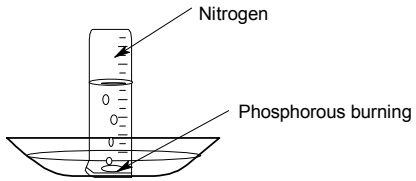

Fig.10.3. Showing the preparation of Nitrogen by consuming the atmosheric oxygen
1. By removal of Oxygen from Air: In a small crucible as shown in the Fig. 10.3, floating in water a piece of white phosphorous is placed and is ignited by touching it with a red hot iron rod, immediately it is covered with a gas jar. The phosphorous reacts with oxygen present in the air to form phosphorous pentoxide, which is dissolved in water to form phosphoric acid and the left over gas is nitrogen.
3. Nitrogen obtained from Air : Oxygen present in the air can be also removed by passing the air over hot iron fillings, which combines with oxygen and *forms* iron oxide and the nitrogen is separated (the apparatus shown in the Fig. 10.3).